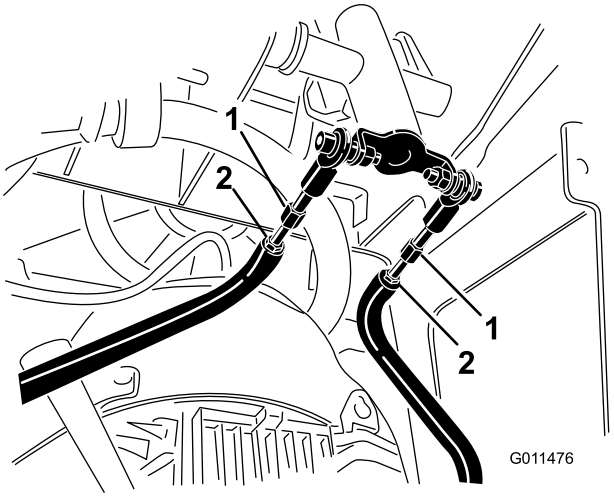

Rysunek 56
D. Poluzuj nakrętki zabezpieczające na drążkach zespołu jezdnego, pod panelem sterowania (Rysunek 56).